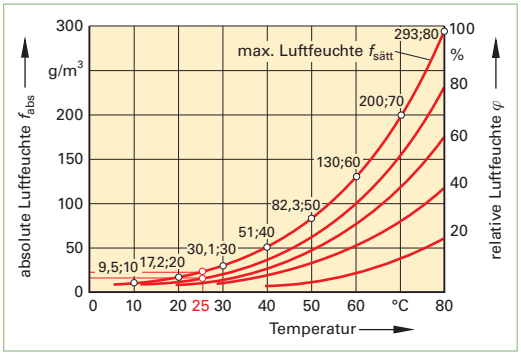

**Bild 1: Wasseraufnahmefähigkeit der Luft**
3. Die **relative Luftfeuchte** $\varphi$ in % (Aufnahmefähigkeit an Feuchtigkeit) ist das Verhältnis der im Raum wirklich vorhandenen Wasserdampfmenge (absolute Luftfeuchte) zu der bei gleicher Temperatur möglichen Höchstmenge (maximale Luftfeuchte). Sie gibt also an, wie viel Prozent von der möglichen Wasserdampfhöchstmenge bei einer bestimmten Lufttemperatur tatsächlich vorhanden ist. Sie kann 0 % bis 100 % betragen **(Bild 1)**.